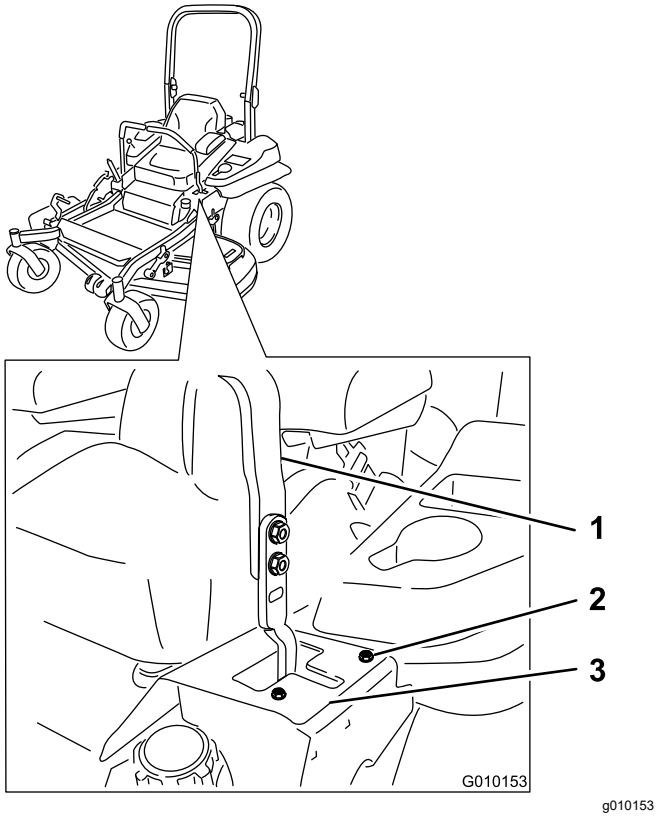

Figur 72
- Om den går åt höger lossar du på skruvarna och flyttar den vänstra stopplattan bakåt i den vänstra T-skåran tills maskinen går rakt (Figur 72).
- Om den går åt vänster lossar du på skruvarna och flyttar den högra stopplattan bakåt i den högra T-skåran tills maskinen går rakt (Figur 72).
8. Dra åt stopplattan (Figur 72).